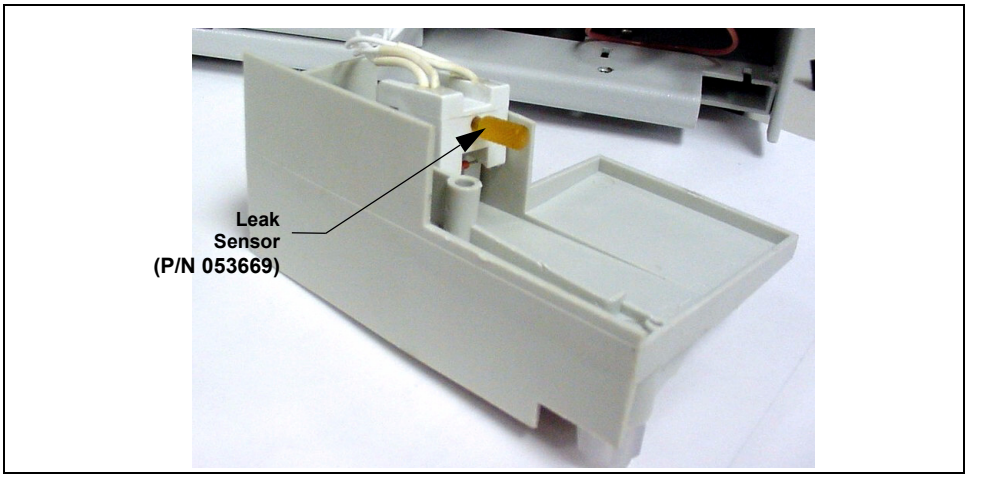

Figure 5-16. Drip Tray with Leak Sensor Installed
1. Hook the leak sensor on the tray as shown in Figure 5-16; make sure the sensor is pushed all the way down onto the tray edge.